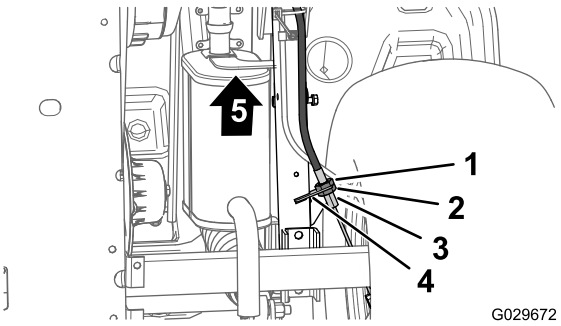

Figuur 71
3. Draai aan de onderkant van de machine de achterste contramoer voor de schroefregelaar van de parkeerremhendel 4 slagen los (Figuur 71).
4. Draai de voorste contramoer vast (Figuur 71).
A. Draai de voorste contramoer (Figuur 71) voor de schroefregelaar van de kabel van de parkeerrem 1 slag los.
B. Draai de achterste contramoer vast (Figuur 71).
A. Draai de achterste contramoer (Figuur 71) voor de schroefregelaar van de kabel van de parkeerrem 1 slag los.
B. Draai de voorste contramoer vast (Figuur 71).